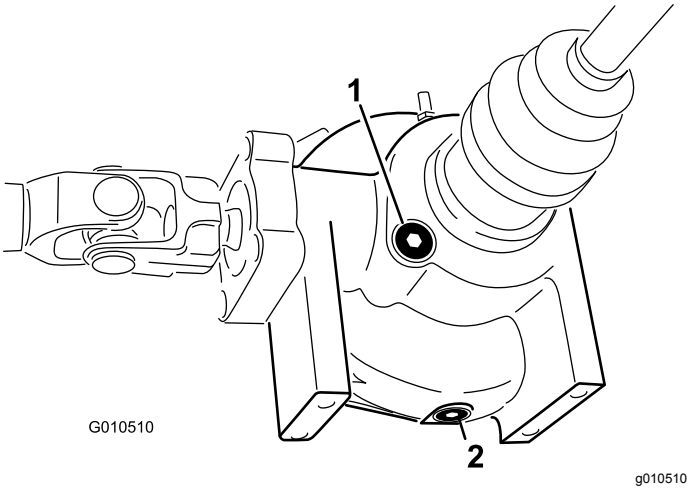

**Rysunek 52**
2. Oczyść obszar wokół korka spustowego z boku mechanizmu różnicowego (Rysunek 52).